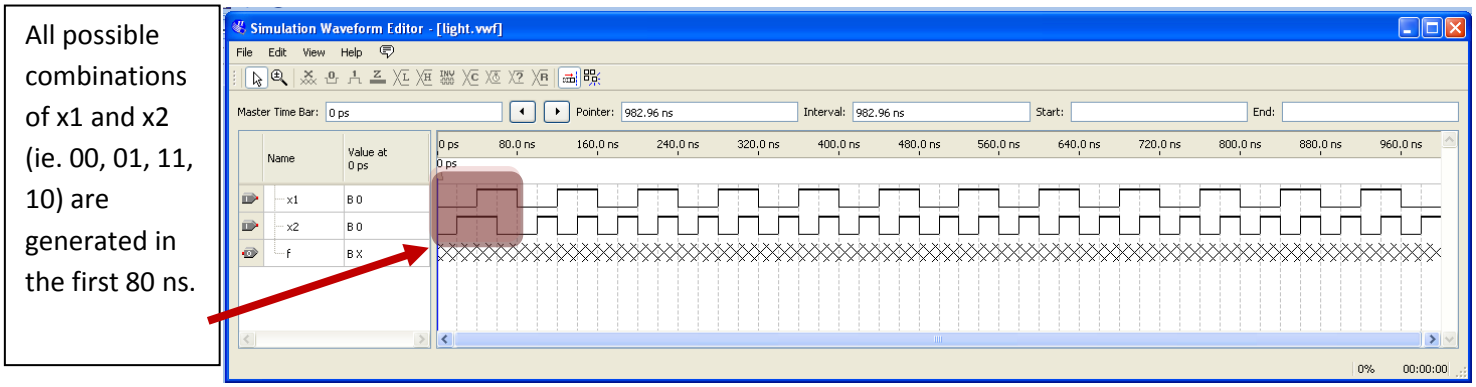

Figure 25. Input waveforms.
16. Click **Forcing High (1)** icon ( ) to set x2 to logic 1 between 40ns and 60ns.
18. The final input waveform file is shown in Figure 25. Note that all possible combinations of switches x1 and x2 are generated appropriately between 0 and 160ns marks.